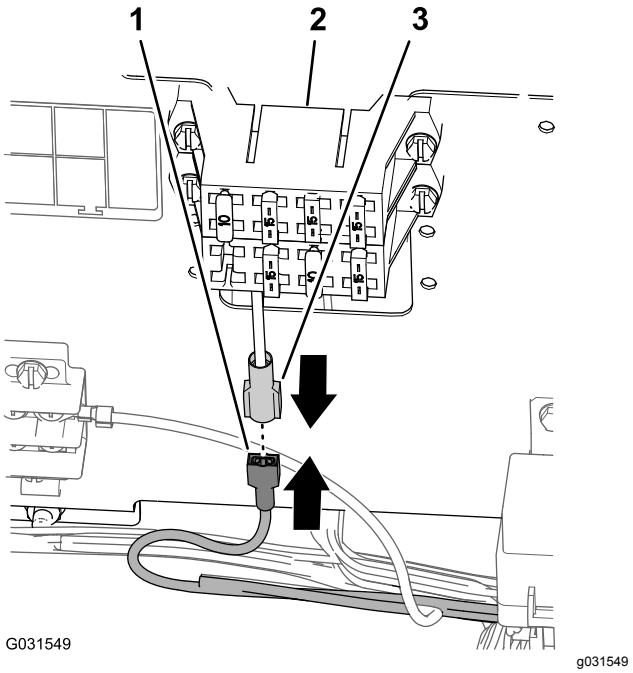

Figur 203
1. Hvis du har en maskin med bladkontakten på sikringsblokken til maskinen, kobler du knivkontakten for ledningssatsen på finishingsettet til sokkelkontakten på sikringsblokken til maskinen (Figur 203).